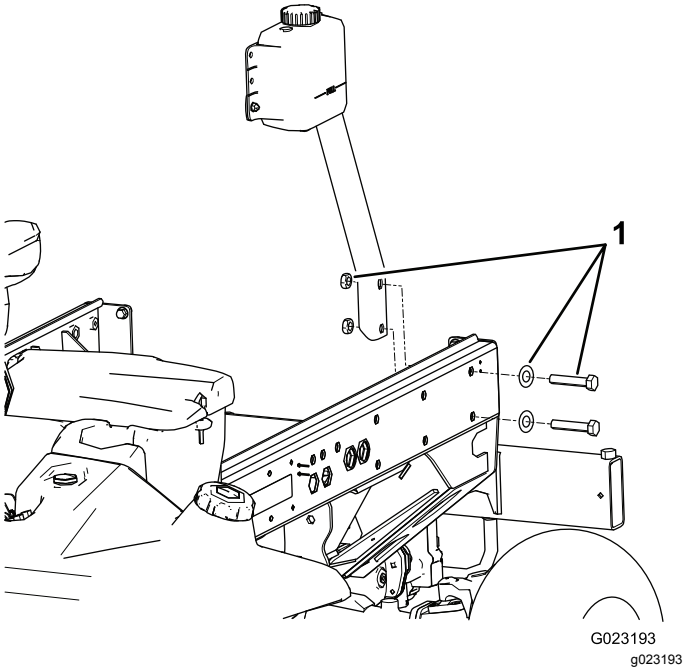

Figura 18
1. Retire os dois parafusos, as duas anilhas e as duas porcas que prendem o suporte de montagem do reservatório à calha da estrutura esquerda (Figura 18).